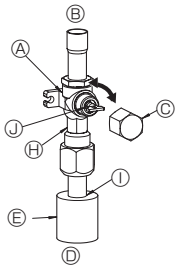
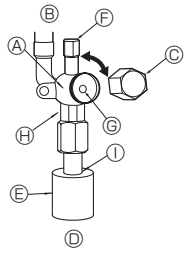

Fig. 4-5
Fig. 4-6
(1) Gas side (Fig. 4-5)
① Remove the cap, pull the handle toward you and rotate 1/4 turn in a counterclockwise direction to open.
② Make sure that the stop valve is open completely, push in the handle and rotate the cap back to its original position.
(2) Liquid side (Fig. 4-6)
① Remove the cap and turn the valve rod counterclockwise as far as it will go with the use of a 4 mm hexagonal wrench. Stop turning when it hits the stopper. (ø6.35, 1/4 inch: Approximately 4.5 revolutions) (ø9.52, 3/8 inch: Approximately 10 revolutions)
② Make sure that the stop valve is open completely, push in the handle and rotate he cap back to its original position.